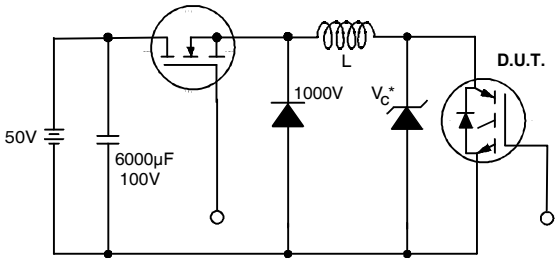

Figure 19. Clamped Inductive Load Test Circuit
② V_{CC}=80%(V_{CES}), V_{GE}=20V, L=10µH, R_G= 23Ω (figure 19)
③ Pulse width ≤ 80µs; duty factor ≤ 0.1%.
④ Pulse width 5.0µs, single shot.